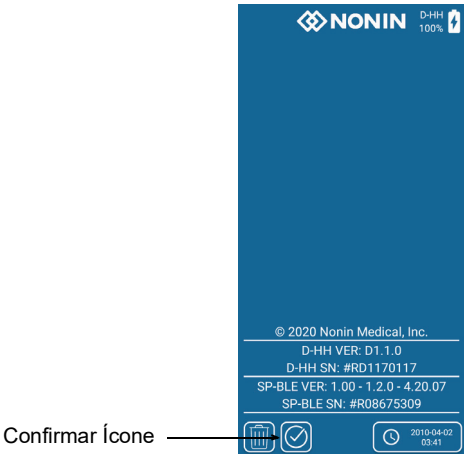

Figura 17. *Transferência de dados bem-sucedida*
6. AA transferência de dados terá sido bem-sucedida se o ícone transferência de ficheiros for substituído pelo ícone "Confirmar", que aparece como uma marca de verificação na **Figura 17**.